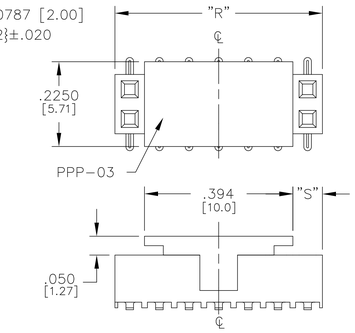

FIG. 3
-P: PICK AND PLACE PAD (USE PPP-03)(SEE FIG 3)